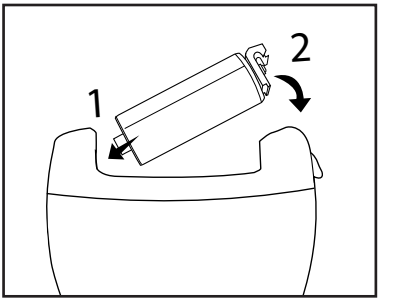

Figura 1
1) Premere lo sbloccaggio ❹ verso il basso e contemporaneamente tirare verso l'alto il lato dell'accessorio per levigatura ❸/❿ che si trova accanto allo sbloccaggio ❹.
2) L'accessorio per levigatura ❸/❿ può essere estratto dall'inserto dell'asse motore ❾.
Per inserire un accessorio per levigatura ❸/❿ (v. figura 1):
1) spingere l'accessorio per levigatura ❸/❿ con l'asse motore ⓫ nell'inserto dell'asse motore ❾.
2) Premere verso il basso l'altro lato dell'accessorio per levigatura ❸/❿. Assicurarsi che il blocco ❷ scorra correttamente nella guida e si innesti in posizione.